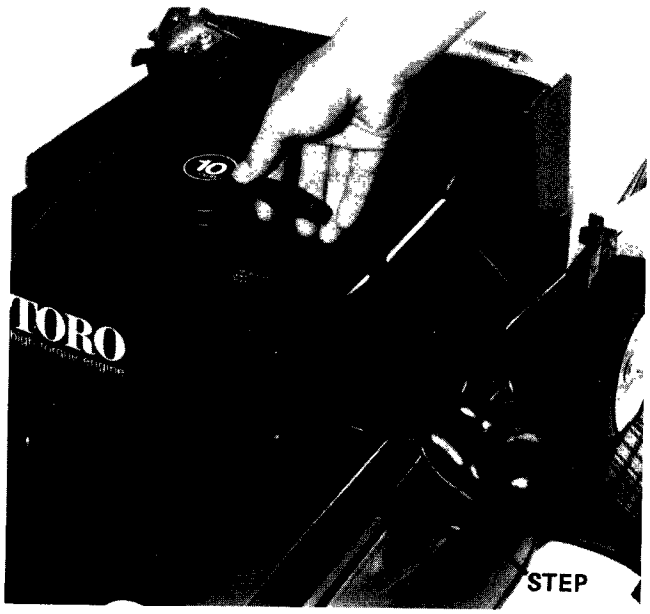

Figure 9
3. Put one foot on STEP at left side of mower housing and keep other foot from beneath the housing. Pull fingertip starter up until positive engagement results (Fig. 9); then pull vigorously to start the engine.